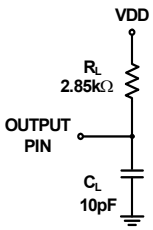

FIGURE 4. EQUIVALENT LOAD CIRCUIT
9. During characterization, $t_{DISABLE}$ is measured from the release point with a 10pF load (see Figure 4) and the equivalent timing using the AD7452 loading (25pF) is calculated.